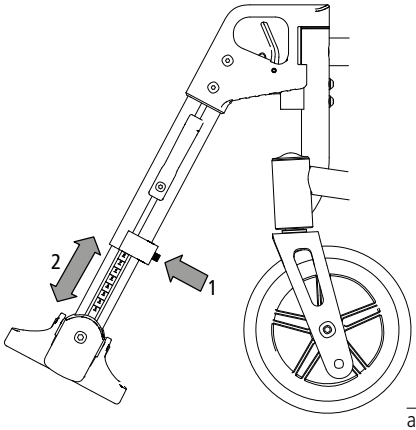

afb. 34
1. Voor het instellen kunt u de bouten aan de achterkant van de beensteun (1, afb. 34) losdraaien, totdat het onderste deel van de beensteun kan worden uitgeschoven.
2. Zet de voetsteun in de stand die voor u comfortabel is (2, afb. 34) en draai vervolgens de bouten vast. Om beide kanten gelijkmatig te kunnen verstellen, zijn er voor een betere oriëntatie aan de buitenkanten maatstrepen geplaatst.